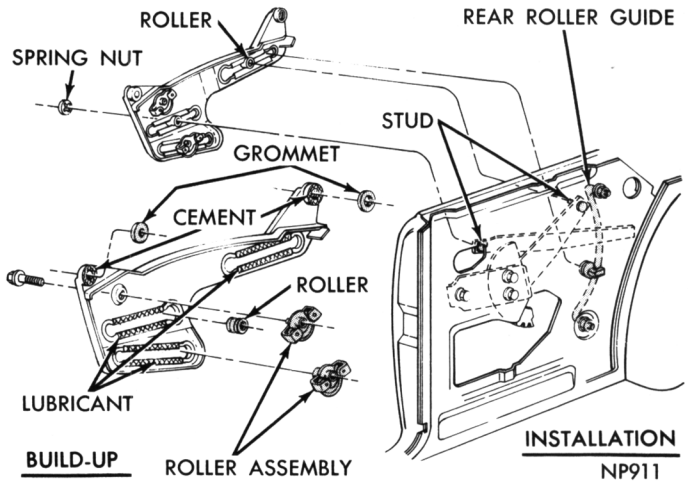

Fig. 56—Lower Frame Assembly—Fastback
Glass Lower Frame (Fig. 56)
(3) Slide track assembly down and off of lower frame roller assembly, out of quarter panel.
(4) Lower glass frame so regulator arm studs are accessible to remove spring nuts from studs.
(5) Remove regulator arm studs from glass lower frame.
(6) Move glass lower frame forward and up, out of quarter panel.
(7) Remove grommets roller and roller and guide bracket assemblies from lower frame (Fig. 56).